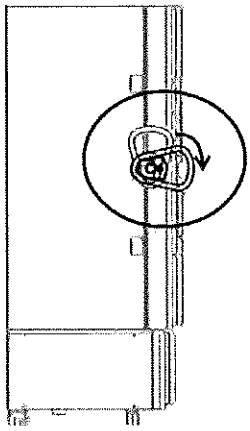

Figure 5-1. Unlatch
1. Unlatch the handle of the freezer (Figure 5-1).